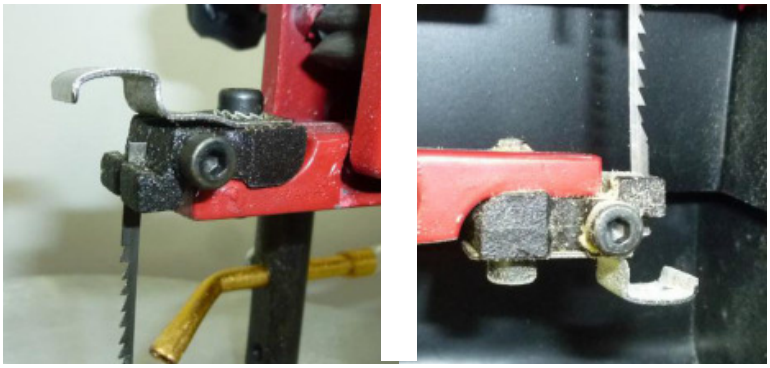

Fig. 8 Dégagez la lame de scie
4. Desserrez les vis des supports de lame supérieur et inférieur (fig. 8). Enlevez d'abord la lame du support